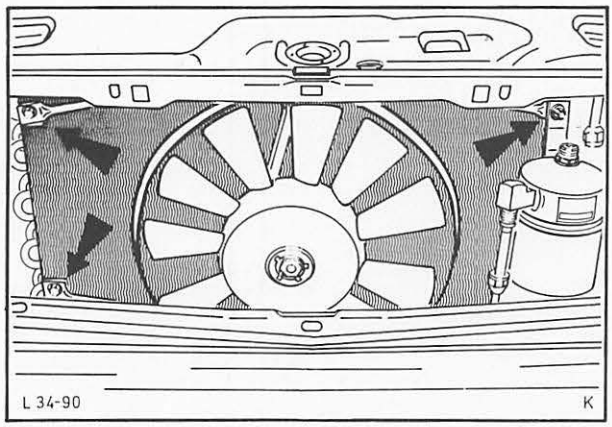

Abb. 70 Elektrolüfter komplett mit Halter vom Kondensator abbauen
3. Elektrolüfter komplett mit Halter vom Kondensator abbauen, Abb. 70 (1 Mutter, 2 Schrauben), und Kabel abziehen.